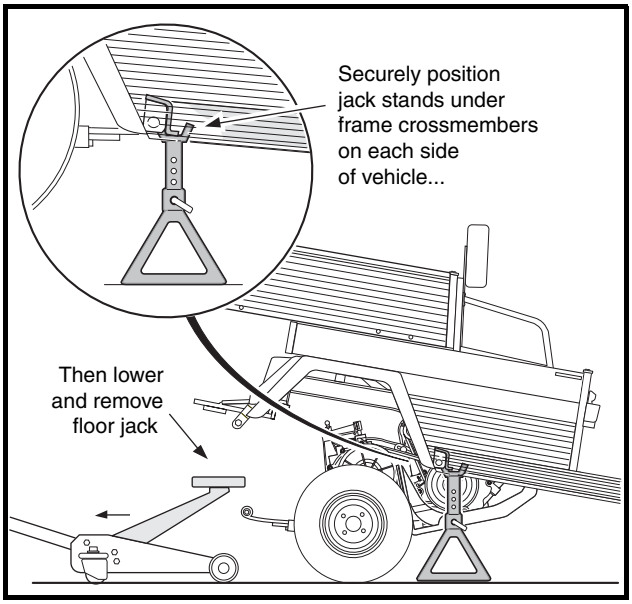

Figure 16-25 Position Jack Stands
12. Position jack stands, adjusted to support the vehicle at this height, under the frame crossmember between the leaf spring mounts and side stringers, just forward of each rear wheel. Lower the floor jack to allow the jack stands to support the vehicle **(Figure 16-25, Page 16-12)**.